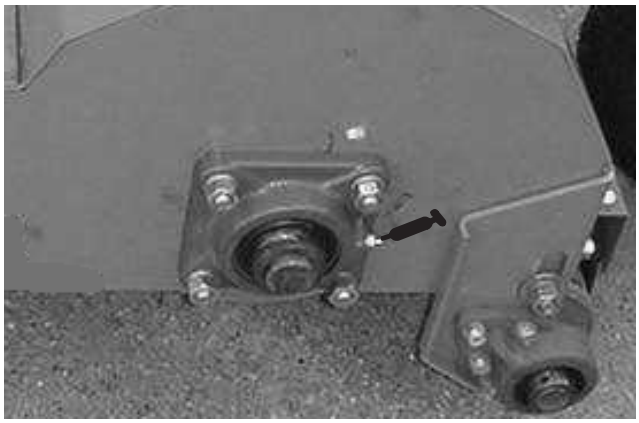

Figure 7
- Finger rotor bearings (2) (Fig. 7)